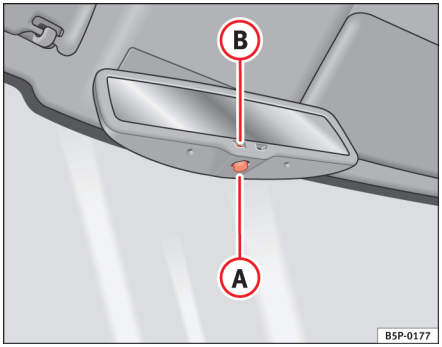

Fig. 85 Bakspejl med automatisk afblænding
– Tryk på knappen (A) ⇒ fig. 85. Kontrollampen (B) slukker.
– Tryk på knappen (A) ⇒ fig. 85. Kontrollampen lyser.